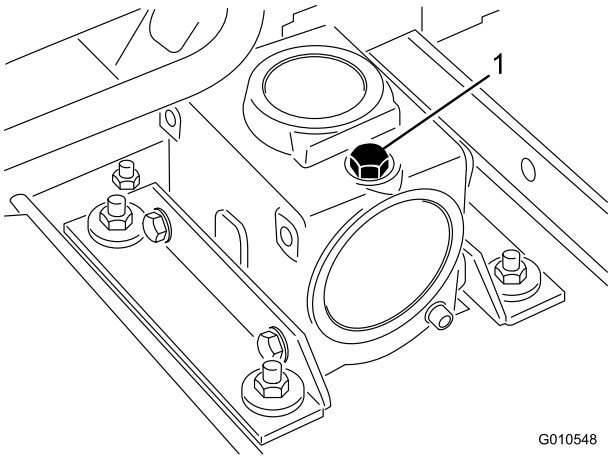

**Figuur 18**
3. Verwijder de peilstok/vulplug op de bovenkant van de tandwielkast (Figuur 18) en controleer of het peil van de tandwielolie tussen de merktekens op de peilstok staat.